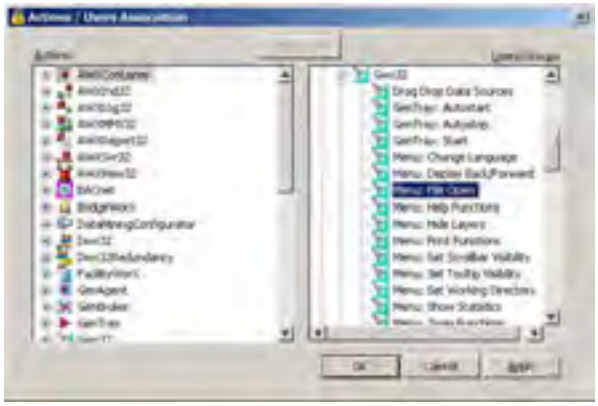

Figure L16.14 - DEFAULT GROUP Action Associations
4. Now these actions have been denied from the DEFAULT group, as depicted in Figure L16.14.